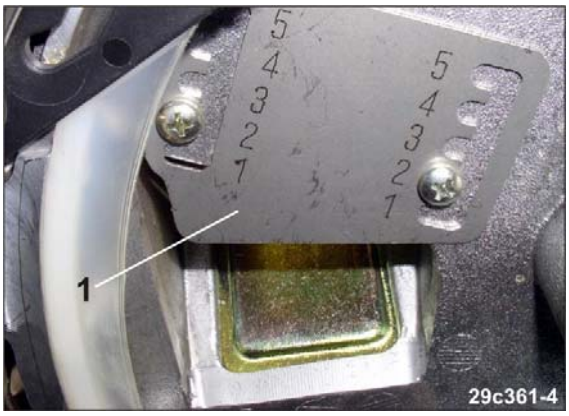

Fig. 105
Fehlstellen können auch auftreten, wenn die Reduzierklappe (Fig. 105/2) falsch eingestellt ist und zu wenig Saatgut nachfließt.
6. Fehlen Körner bei richtiger Abstreifereinstellung an den Bohrungen der Vereinzelungsscheibe, die Öffnung vergrößern durch Verstellen der Reduzierklappe (Fig. 105/1) auf die nächst niedrigere Positionszahl.